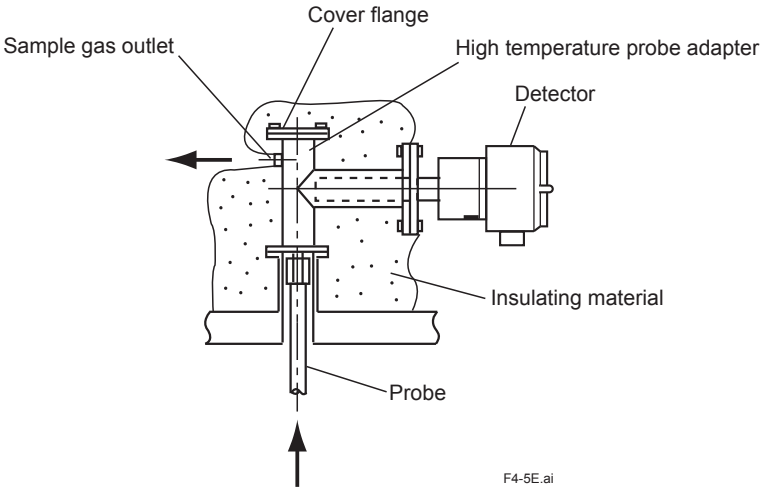

Figure 4.5 Preventing to condensation
• If the temperature of a sample gas is high and its pressure exceeds 0.49 kPa, the temperature of the sample gas at the detector may not be below 700°C. In this case, connect a needle valve (found on the local market) through a nipple (found on the local market) to the sample gas outlet (Rc1/2) of the probe adapter so that the sample gas exhaust volume can be restricted. In cases where condensation is likely to occur in the probe adapter when the sample gas is cooled, protect the probe adapter with an insulating material as shown in Figure 4.5.